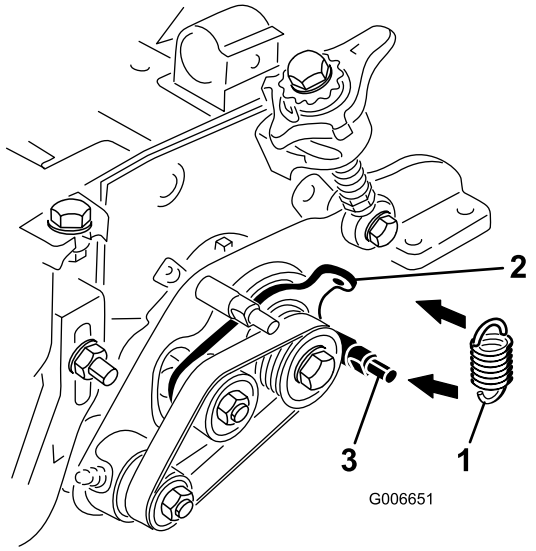

Bild 26
29. Haken Sie die Spannscheibenfeder in das Loch in der Nase der Spannscheibenplatte und um die Rille des unteren Bolzen an der Groomerplatte (Bild 26). Das offene Ende des Federhakens muss zur Antriebsspannscheibe positioniert sein.